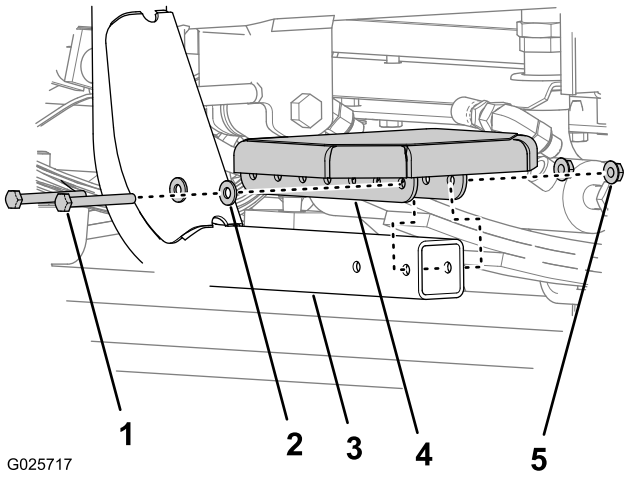

図 3
1. ステップについている2つの穴を、ステップ用マウントの端にある2つの穴に合わせる図 3。
2. ステップをステップ用マウントに固定する六角ヘッドボルト1/4 x 2-1/4 インチ2本とフランジナット2個、ワッシャ2枚を使用する図 3。